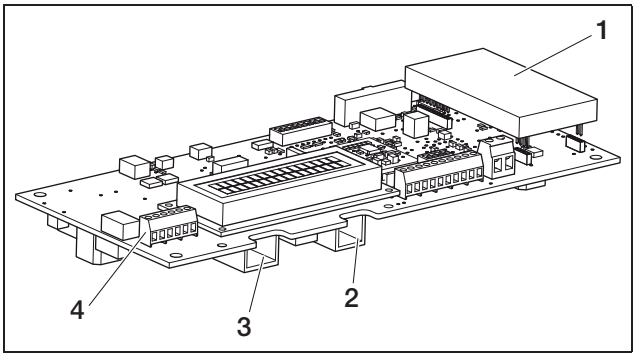

Abbildung 34: *Kommunikationsschnittstellen*
- Stecken Sie den Stecker des Ethernetkabels in die entsprechende Steckbuchse (*3* in Abbildung 34).
- Stecken Sie den Stecker des Telefonkabels in die entsprechende Steckbuchse (*2* in Abbildung 34).
Anstelle der Steckbuchsen RJ45 und RJ11 können Sie die sechspolige Schraubklemme zum Anschluss von Ethernetkabel und Telefonkabel nutzen (*4* in Abbildung 34). Diese Anschlussart ist für die Installation in Großanlagen vorgesehen.